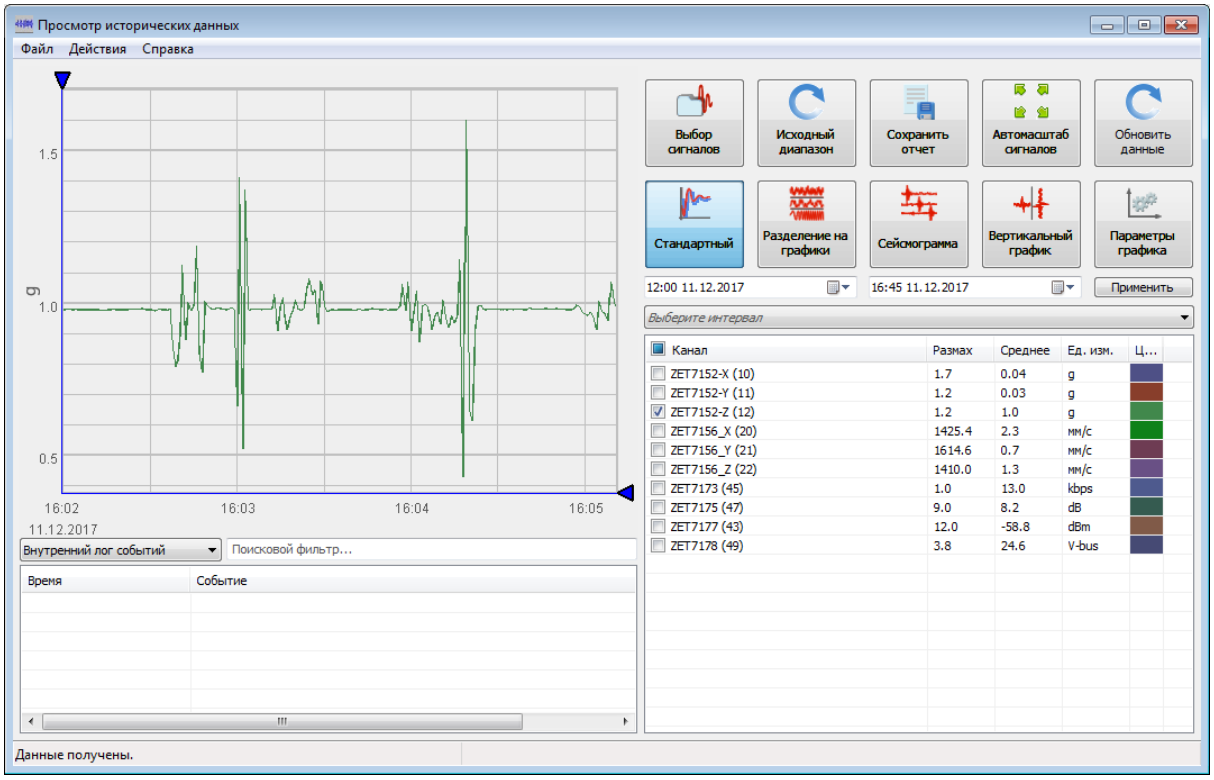

Рис. 3.5 Программа «Просмотр трендов»
7. В случае нажатия кнопки «ОК» откроется окно программы «Просмотр трендов» (Рис. 3.5), предназначенной для анализа записанных сигналов.